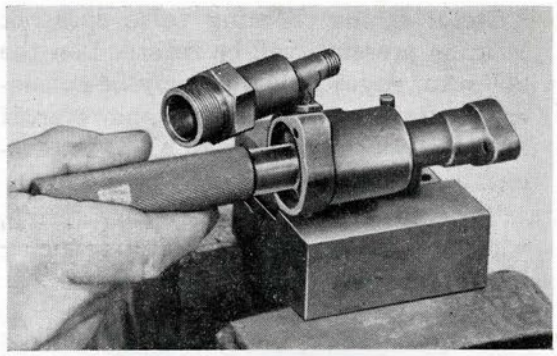

Figure 282
*5. Lap out any irregularities, scratches, or burrs found in engine cylinder, using lapping compound only if necessary. Lap to final size, using oil (C) (Fig. 282). **(WE153, 41)**